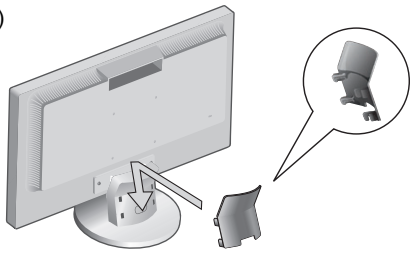

Figure C.1
4. Connectez une extrémité du cordon d'alimentation au moniteur et l'autre à la prise de courant. Mettez le câble du signal vidéo et le cordon d'alimentation dans le support de câble (**Figure C.1**).